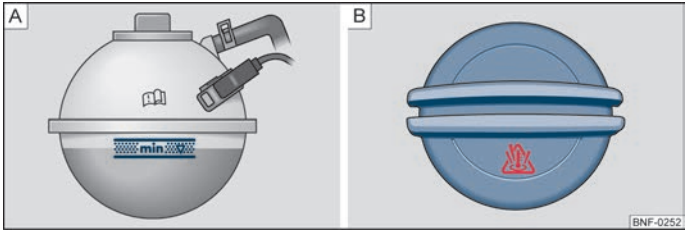

Fig. 94 Engine compartment: Coolant expansion reservoir
– Check the level of coolant in the coolant expansion bottle ⇒ Fig. 94 - A. The coolant level when the engine is cold must lie between the "MIN" and "MAX" markings. The level may also rise slightly above the "MAX" marking when the engine is warm.
– Place a cloth over the cap of the coolant expansion reservoir ⇒ Fig. 94 - B and unscrew the cap **carefully** by turning it to the left ⇒ ⚠.